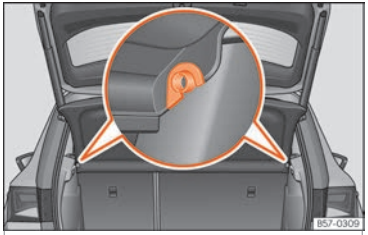

Fig. 127 In the luggage compartment: removing and fitting the shelf.
- Remove the rear shelf from the side supports ››› Fig. 127 by pulling it upwards and then take it out.
- Insert the cover horizontally so that the "recess" fits onto the axis of the supports ››› Fig. 127 and press down until it engages.